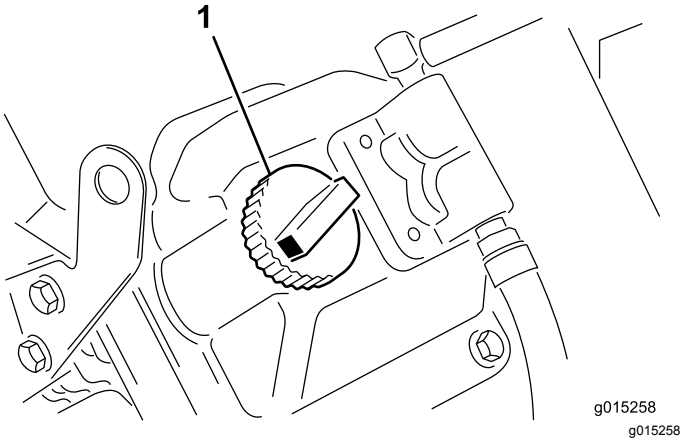

**Figur 9**
5. Hvis oljenivået er under Full-merket, tar du av lokket på påfyllingsrøret og fyller olje til nivået når opp til Full-merket på peilestaven (Figur 9).